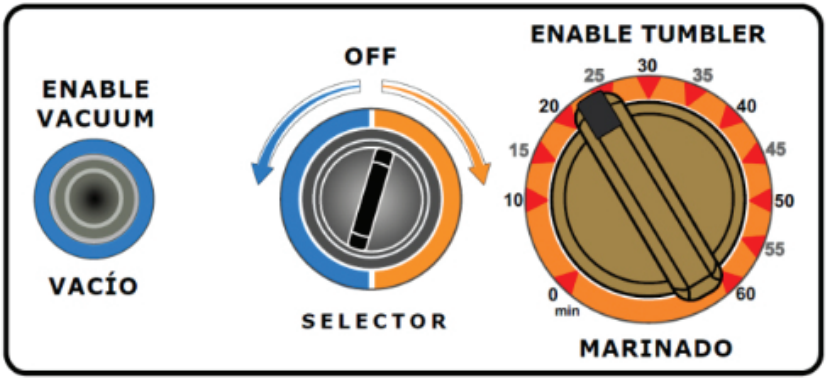

FIG. 3 PANEL DE CONTROL
5.- Active el selector hacia la izquierda donde se indica la operación de VACÍO. (Fig. 3) El nivel de vacío recomendable para un buen marinado está entre 12inHg y 15inHg (40KPa y 50KPa).
10.- Gire el selector (fig. 3) a la posición de “MARINADO”. Esto es para activar el temporizador.
A.- Ajuste la perilla del temporizador (fig. 3) el tiempo deseado de acuerdo al producto que vaya a marinar